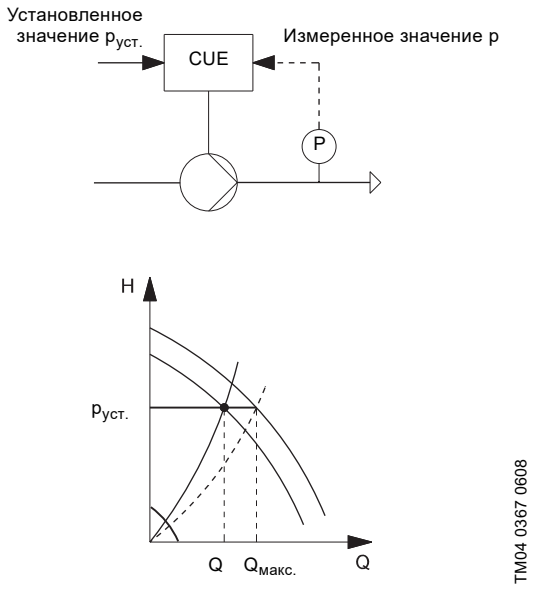

Рис. 112 Регулирование по постоянному давлению
ПИД-регулятор сравнивает требуемое установленное значение ($p_{уст.}$) с фактическим значением (p), измеренным датчиком (P). См. рис. 112.